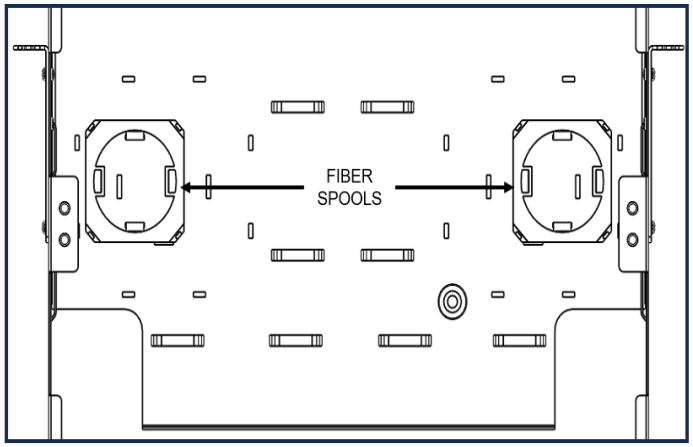
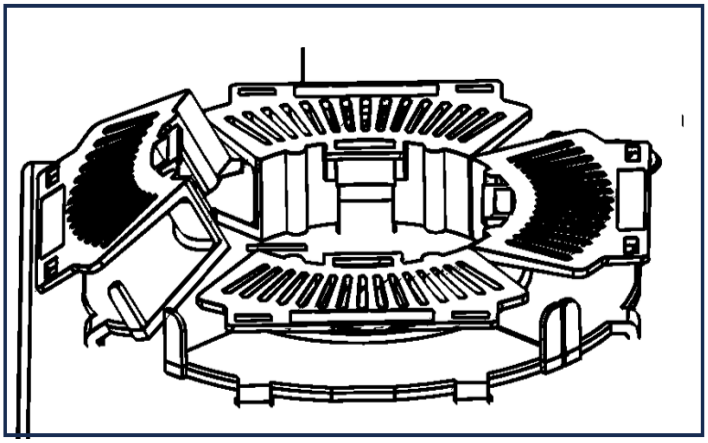

Figure 3a
Figure 3b
(The fiber enclosures can support different styles of fiber bend radius control. The 1U enclosure tray can accept both styles. Figure 3a illustrates the current style and Figure 3b illustrates an alternate style.)
6.2) Figure 3a depicts the fiber spools secured to the tray (rear section).